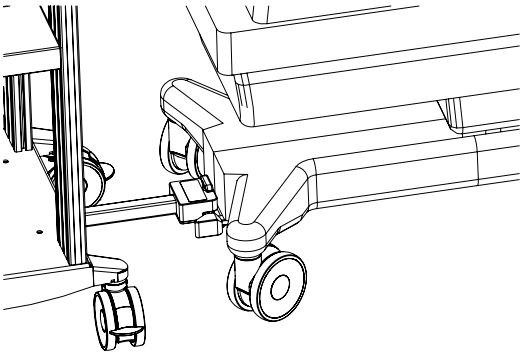

Figure 5 : Installation du chariot sur l'incubateur
5. Se placer sur le côté du chariot, puis aligner le bras rabattable avec le dispositif d'accouplement THS sous l'incubateur (Figure 5 A).
6. Pousser le chariot vers l'incubateur, jusqu'à' à ce que le dispositif d'accouplement THS soit inséré et sécurisé dans le mécanisme de verrouillage du bras (Figure 5 B).